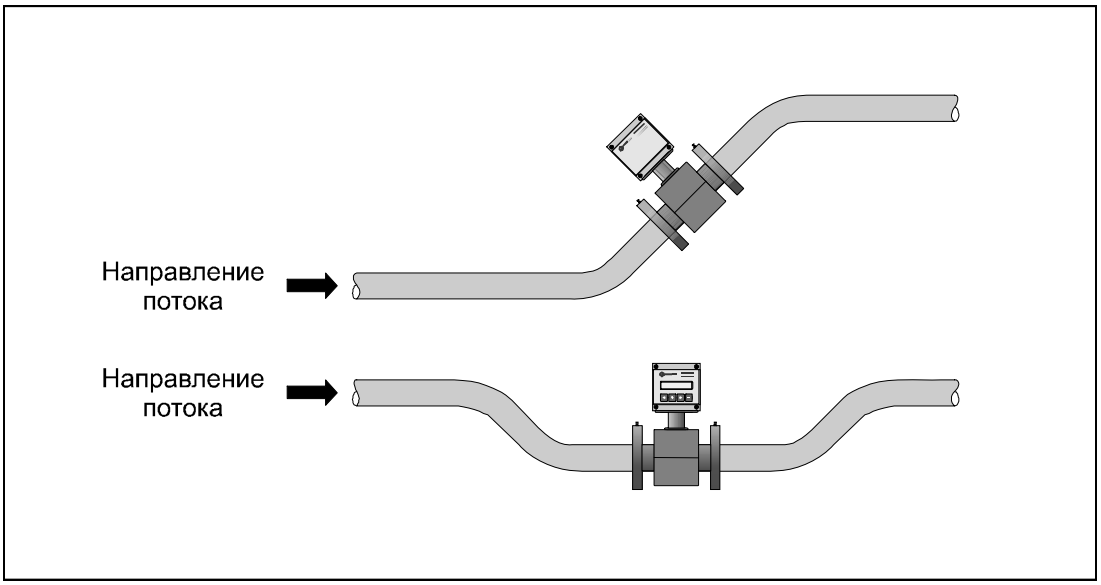

Рисунок 7 — Рекомендуемое размещение датчиков расхода при восходящей подаче жидкости и на горизонтальном трубопроводе
2.2.2.11 В случае горизонтальной установки рекомендуется размещать датчик расхода в наиболее низкой или наклонной части трубопровода (рисунок 7), где проточная часть датчика расхода будет полностью заполнена жидкостью с наибольшей вероятностью.